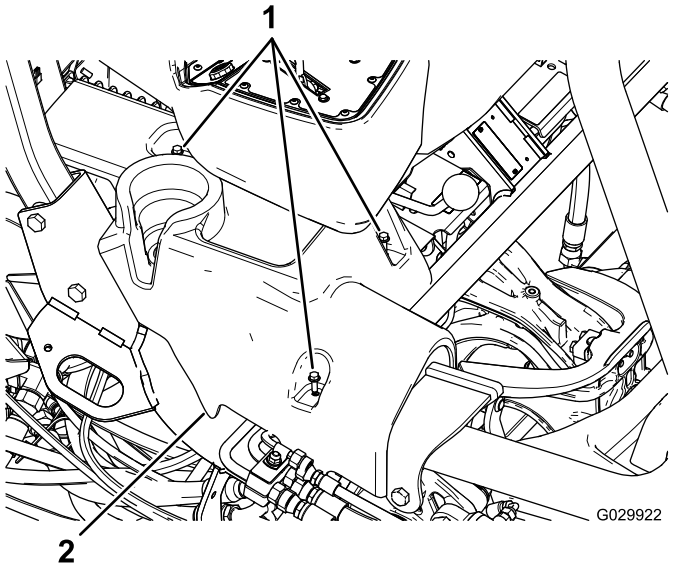

Figur 1
4. Fjern flenshodeboltene som fester høyre og venstre side av konsollene, og fjern konsollene (Figur 1).